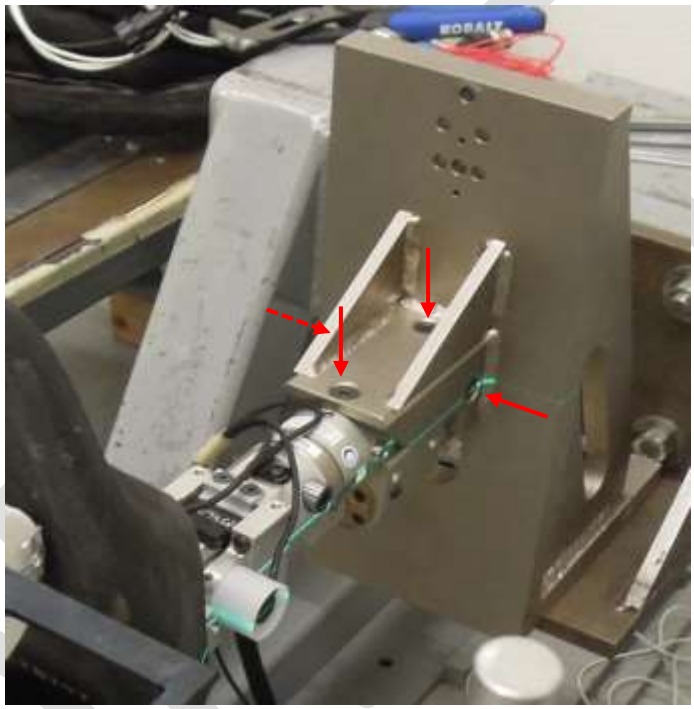

Figure 10-1. Mount the lower leg to the rigid fixture.
10.5.2 Remove the front W50-61042 modified BHSS that attaches the lower tibia (474-5540) shaft to the lower tiba load cell in order to mount the leg to the rigid fixture. Mount the lower leg to the rigid fixture such that the Y-Z plane of the lower leg is horizontal and the toes are pointing upward using four M6 X 1 X 20 FHCS (Figure 10-1).